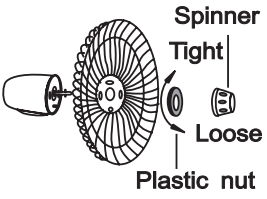

Fig.5
1. Unscrew the spinner clockwise (or take the spinner out from the bag) and the plastic nut counterclockwise to remove both of them. Fix the rear grill to the motor then tighten the plastic nut again. (Fig. 5)